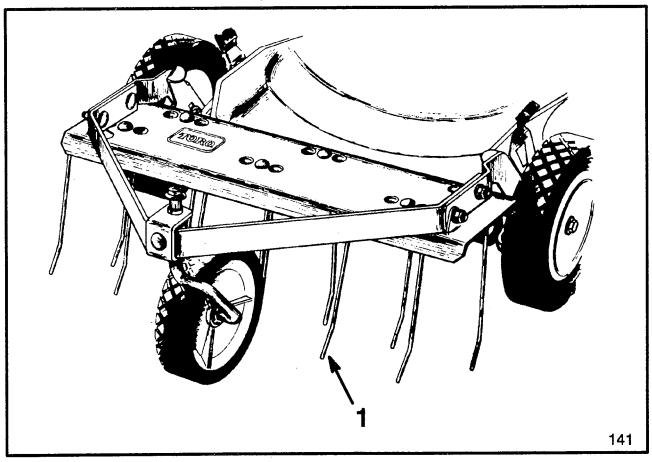

Figure 37
1. Dethatcher Kit, Model No. 59131—Installs in minutes. Front mounted for easy maneuverability. Spring tines loosen thatch for clean vacuuming into grass bag (Fig. 37) and convenient disposal.